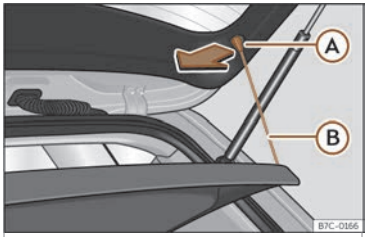

Fig. 111 No maleteiro:desmontar e montar a bandexa.
- Desenganche os tirantes de suxeición ››› **fig. 111** Ⓑ dos aloxamentos Ⓐ.
- Enganche os tirantes de suxeición ››› **fig. 111** Ⓑ no portón traseiro.